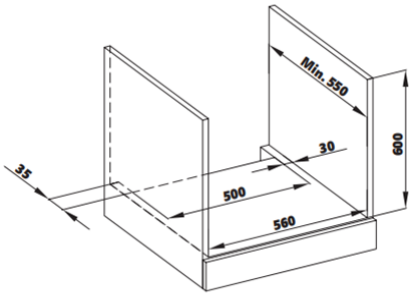

Figure 2
- L'appareil est conçu pour s'adapter aux comptoirs disponibles dans le commerce. Un espace de sécurité doit être laissé entre l'appareil et les murs ou les meubles de la cuisine. Reportez-vous aux dessins pour connaître les espaces libres appropriés. (voir figure 2,3) (les valeurs sont en mm).
- L'armoire doit être conforme aux dimensions spécifiées à la figure 2.